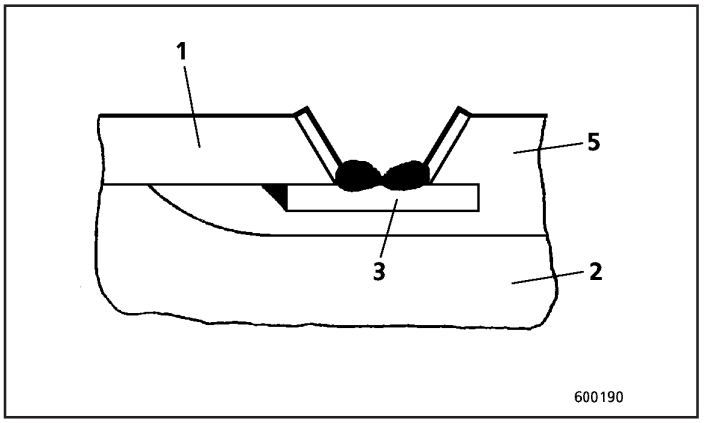

Fig.79
9. Solde os dois filetes (Fig. 79) conforme mostrado, sem interrupções e sem regiões ponteadas.